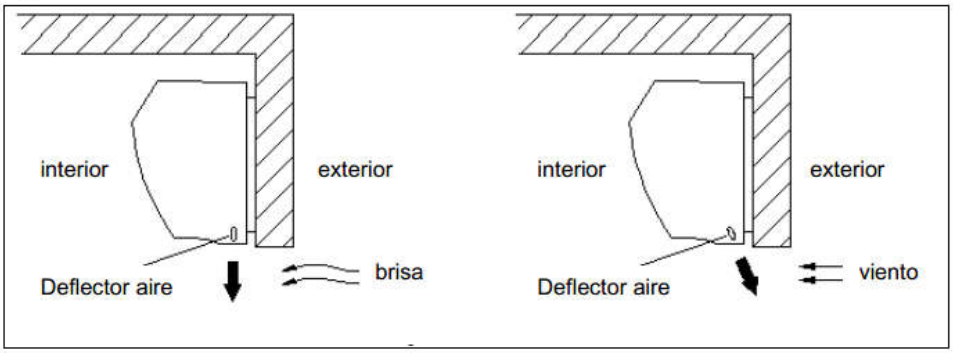

Figura 4
- Ajuste los deflectores para un ajuste óptimo de la dirección del flujo de aire. Ver figura 4